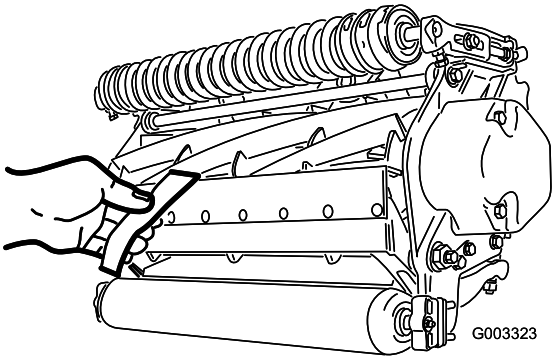

Rysunek 13
10. Przetestuj efektywność cięcia poprzez wsunięcie długiego paska papieru do testu cięcia (numer części Toro 125-5610) między bęben a nóż dolny, prostopadle do noża dolnego (Rysunek 13). Powoli obracaj bęben do przodu - powinien on przeciąć papier.